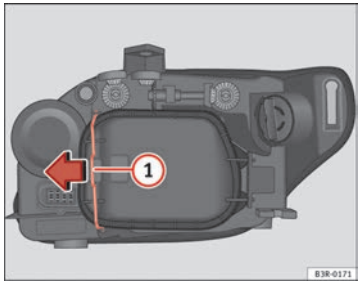

Fig. 214 Side light bulb (inside of vehicle)
– Move the brace ⇒ Fig. 214 (1) in the direction of the arrow and remove the rigid cover, separating the brace side and then removing the two tabs from the other end of the cover.